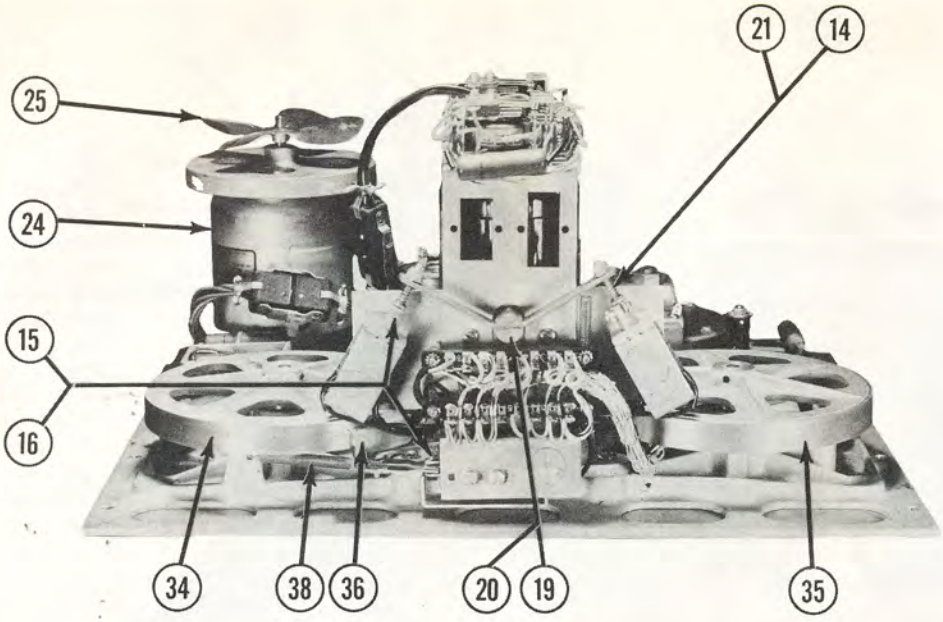

Figure 5
1. Capstan Drive Motor (24), Figure 5.
The turntable motor is an induction motor which drives either the Tape Supply or Takeup Turntable by means of a Rubber-tired Pulley (7) on its shaft. The motor is positioned to contact either of the turntable Brake Drums (34 and 35), Figure 5, by the Tilt Solenoids (M43 and M44).
4. Stopping Brakes (36 and 39) Figure 5 & 8.